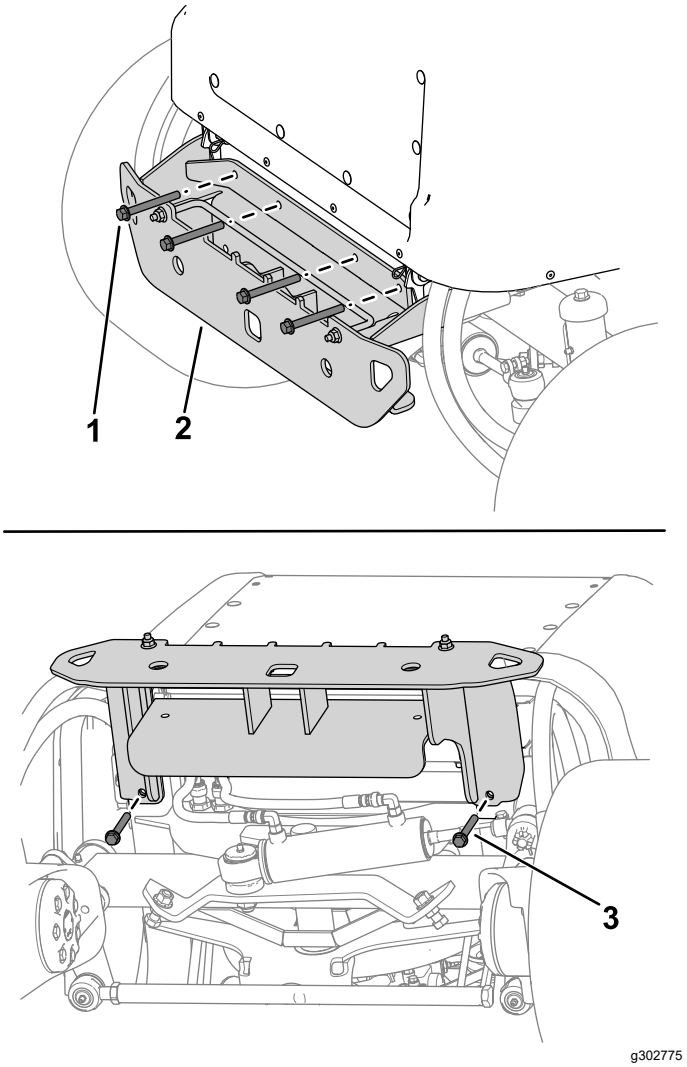

Figur 14
2. Brug 4 bolte (⅜" x 3¼") og 4 møtrikker (⅜") for at fastgøre det øvre område af kofangeren til maskinens stel (Figur 14).
3. Brug 2 bolte (⅜" x 3¼") og 2 møtrikker (⅜") for at fastgøre kofangeren under maskinens stel (Figur 14).